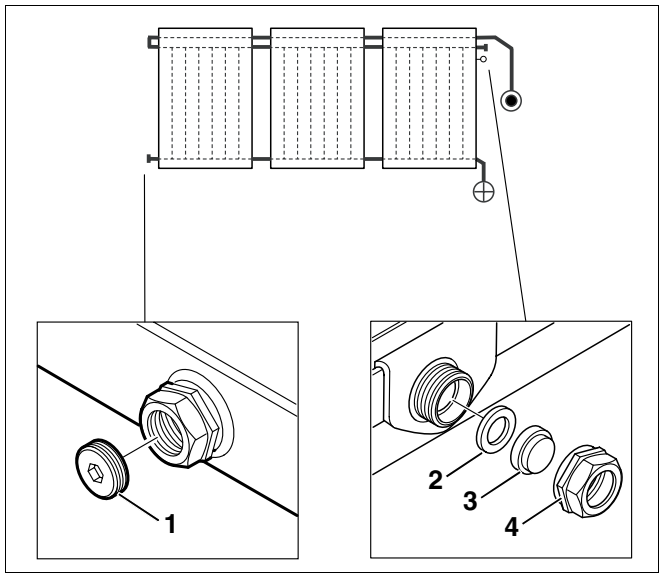

Afb. 53 Niet gebruikte aansluitingen voorzien van een blindstop
- Sluit de niet gebruikte aansluitingen van de buitenste collectoren af met de bijgeleverde blindstop (afb. 53, **pos. 1**), het afsluitkapje (afb. 53, **pos. 3**), de wartelmoer (afb. 53, **pos. 4**) en de dichting (afb. 53, **pos. 2**). Maak gebruik van de bijgeleverde montagesleutel (eventueel met een sleutel voor cylinderkopschroeven SW 10 tegenhouden).